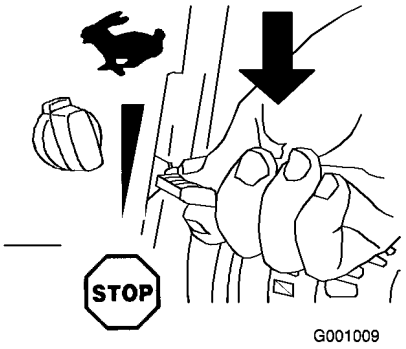

Figura 26
1. Portate l'acceleratore in posizione Stop (Figura 26).